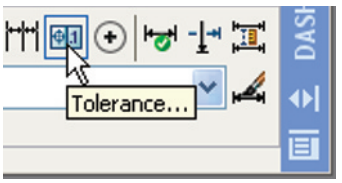
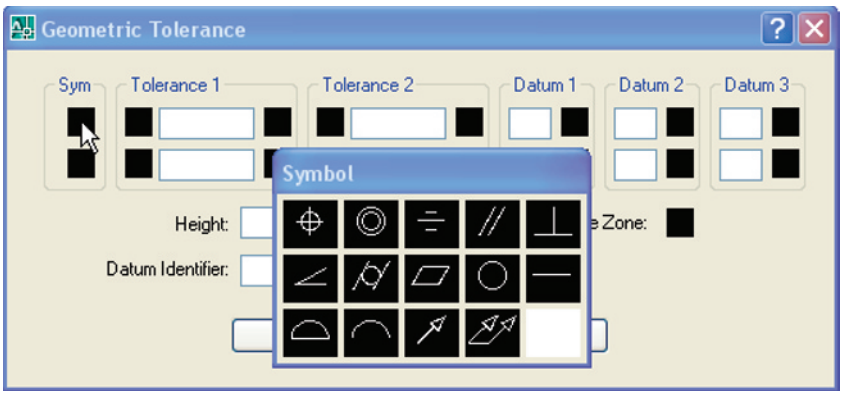

Fig. 6.26 The **Tolerance** tool icon in the **Dimensions** control panel
Fig. 6.27 The **Geometric Tolerance** dialog and the **Symbol** sub-dialog
3. *Click* the **Tolerance** tool icon (Fig. 6.26). The **Geometrical Tolerance** dialog (Fig. 6.27) appears.
4. In the dialog *click* the black box under **Sym**. The **Symbol** sub-dialog appears (Fig. 6.27) with a *click* on the top left-hand square.